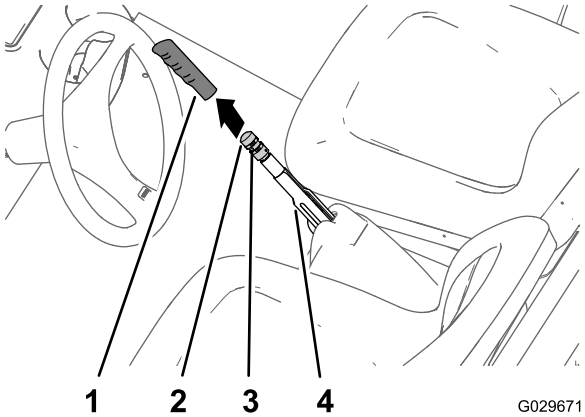

Figura 61
1. Retire la empuñadura de la palanca del freno de estacionamiento (Figura 61).
2. Afloje el tornillo de fijación que sujeta el pomo de ajuste del freno a la palanca del freno de estacionamiento (Figura 61).
3. Gire el pomo de ajuste del freno hasta que se requiera una fuerza de 133–156 N·m en la palanca del freno para poner el freno (Figura 61).
4. Apriete el tornillo de fijación e instale la empuñadura (Figura 61).
1. Retire la empuñadura del freno de estacionamiento (Figura 61).
2. Afloje el tornillo de fijación (Figura 61) que sujeta el pomo de ajuste del freno a la palanca del freno de estacionamiento, quite el freno de estacionamiento y afloje el pomo de ajuste del freno.
5. Gire el pomo de ajuste del freno (Figura 61) hasta que se requiera una fuerza de 133–156 N·m para poner el freno.
C. Gire el pomo de ajuste del freno (Figura 61) hasta que se requiera una fuerza de 133–156 N·m para poner el freno.
C. Gire el pomo de ajuste del freno (Figura 61) hasta que se requiera una fuerza de 133 a 156 N·m para poner el freno.
- Apriete el tornillo de fijación e instale la empuñadura (Figura 61).